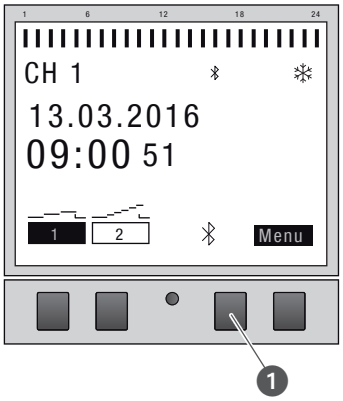

Rys. 27: Skonstruowanie połączenia Bluetooth na zegarze sterującym rozdzielacza
1. Naciśnij przycisk Bluetooth (Rys. 27/❶) na zegarze sterującym rozdzielacza.